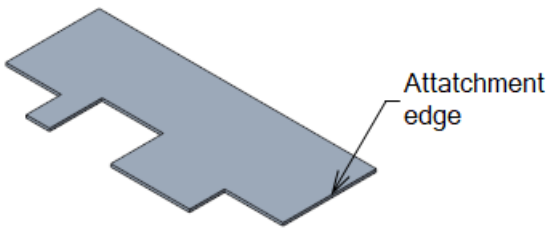

Figure 14-88 *The attachment edge for the flange wall*
2. Select the right edge of the base wall, as shown in Figure 14-88; the preview of the flange wall is displayed in the drawing area. The **I** profile is selected by default in the selection box above the **Placement** tab in the **Flange** dashboard. The dimension, indicating the bend radius at the attachment edge, is also displayed in the drawing area. The default value of radius is selected as **Thickness**, which is dimensioned from the inner surface of the bend.